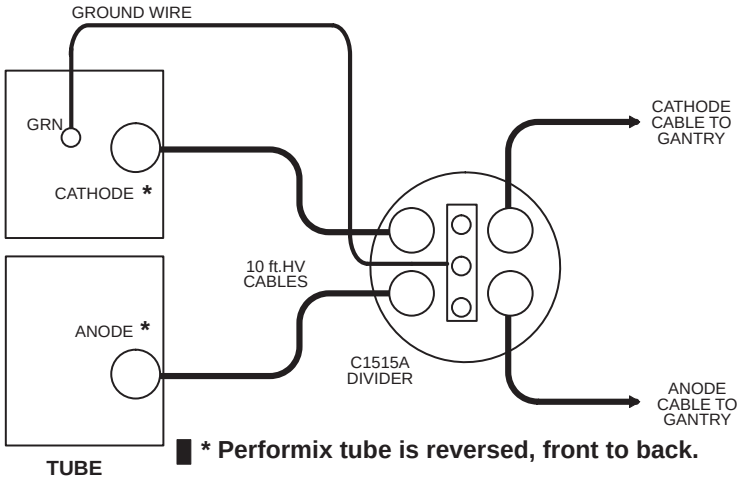

Figure 9-35 HV Divider Installation
2.) Add a ground wire (minimum size of AWG 12) from Tube ground to bleeder ground. Refer to Figure 9-35.